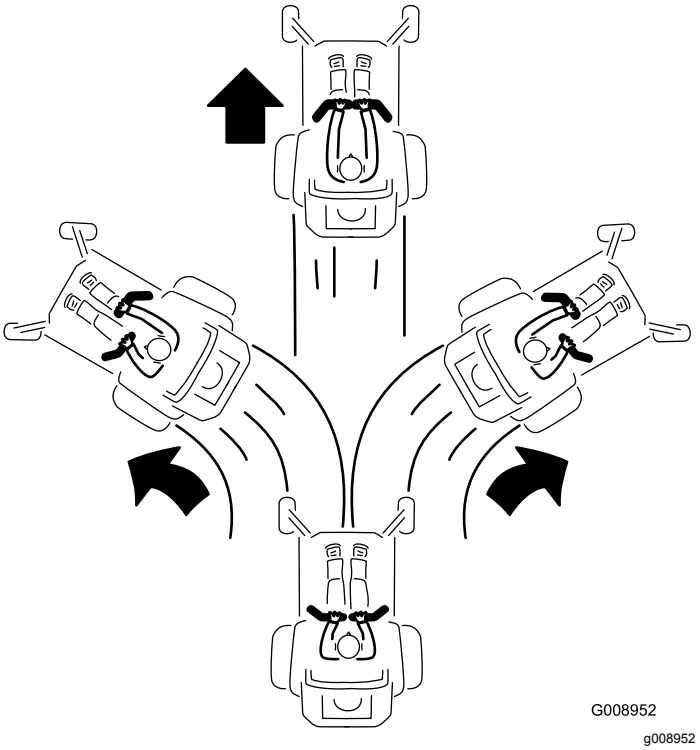

Figuur 33
3. Om vooruit te rijden, duwt u de rijhendels langzaam naar voren (Figuur 33).